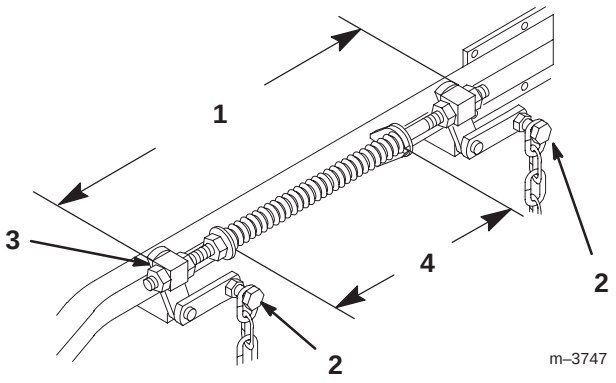

Figure 64
6. Desserrez les quatre (4) boulons de chaîne supérieurs dans les fentes. Vérifiez la longueur des ensembles tige/pivot. Il doit exister un écart de 496 mm (19-17/32") entre l'extérieur du pivot arrière et l'extérieur du pivot avant (Fig. 64). Vérifiez que les quatre pivots bougent librement dans les trous.
2. Les ressorts sont comprimés pour obtenir un écart de 260 mm (10-1/4") entre les deux grandes rondelles (Fig. 64).
3. Tournez l'écrou devant chaque ressort pour obtenir le réglage voulu (Fig. 64). Tournez l'écrou dans le sens horaire pour raccourcir le ressort et dans le sens anti-horaire pour l'allonger.